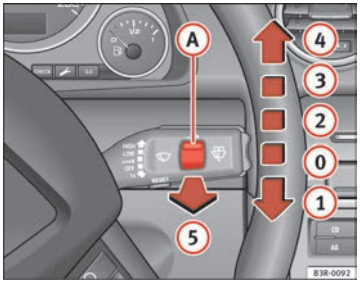

Fig. 101 Windscreen wiper lever
The windscreen wiper lever ⇒ fig. 101 has the following settings:
With the lights switched on, operate the automatic wash and wipe ⇒ page 129, fig. 101 (5), and keep the lever pulled towards you for at least 1 second. ▶